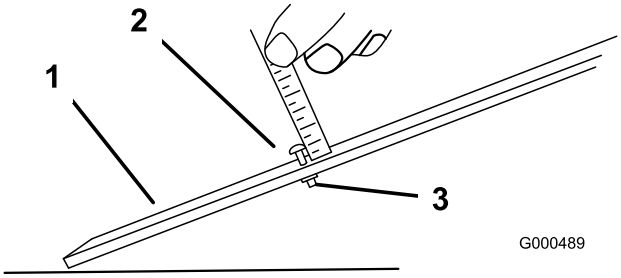

Figur 52
3. Lossa muttern på mätstången (Figur 52) och ställ in justerskruven på önskad klipphöjd. Avståndet mellan skruvhuvudets nedersta del och stångens ovansida är lika med klipphöjden.